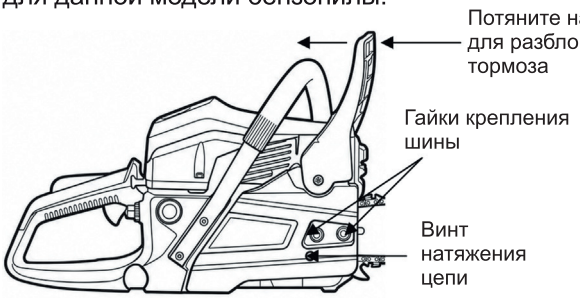

Рис. 17
1. Комбинированным ключом (входит в комплект) открутите гайки крепления шины (Рис. 17) и снимите крышку сцепления.
1. Перед установкой шины и цепи убедитесь, что инерционный тормоз цепи разблокирован. Для этого потяните ручку инерционного тормоза на себя (Рис. 17).
2. Комбинированным ключом (входит в комплект) открутите гайки крепления шины (Рис. 17) и снимите крышку сцепления.
3. Открутите винт натяжения цепи (Рис. 17) против часовой стрелки до тех пор, пока палец натяжения цепи не встанет в крайнее левое положение.